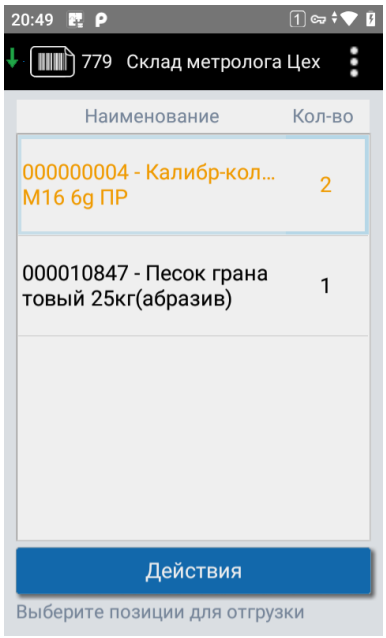
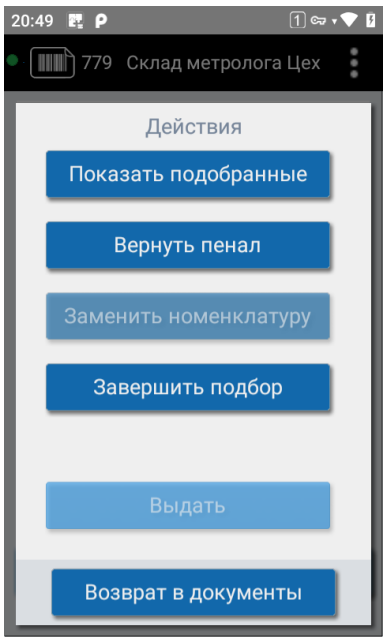
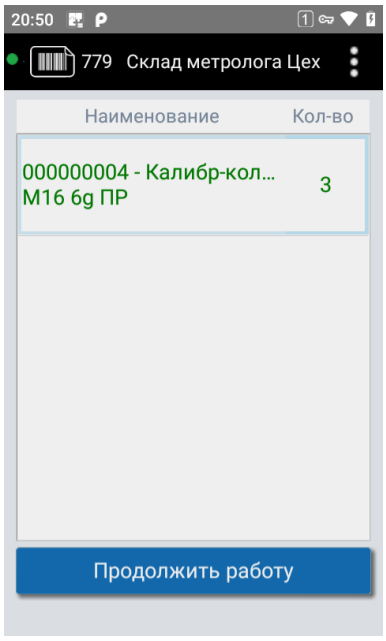

Рисунок 33. Частично подобранная строка
Рисунок 34. Меню «Действия» требования
Рисунок 35. Подобранные пеналы
4. Частично подобранная строка выделяется оранжевым (см. Рисунок 33), полностью подобранная исчезает из списка. Подобранное можно посмотреть: «Действия» → «Показать подобранные» (см. Рисунок 34, Рисунок 35).